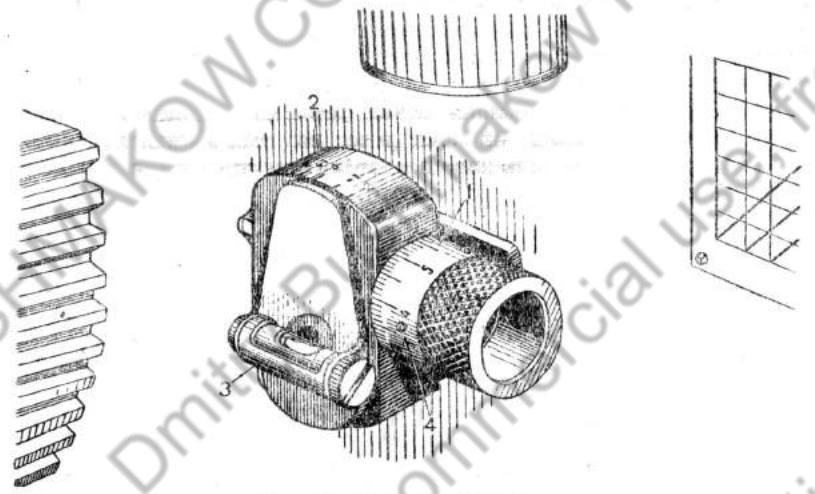

Рис. 71. Боковой уровень:
При помощи этого приспособления осуществляется вертикальная наводка. Углы места цели отсчитываются по шкале на барабанчике уровня *1* (рис. 71), углы прицеливания — по шкале тысячных дистанционного барабана *2*. Деления на шкале тысячных дистанционного барабана нанесены через сто тысячных, деления на шкале барабана уровня — через 0-01.
3. Если пузырёк не встанет между рисками, ослабить стопорный винт *4* (рис. 71) кольца со шкалой на барабанчике и сдвинуть это кольцо, так чтобы «0» на барабанчике совместился с риской, а пузырёк уровня занял среднее положение между рисками.